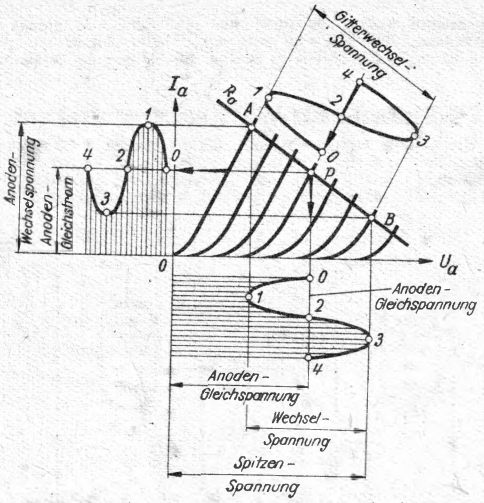

Bild 39. Verstärkungsvorgang im Kennlinienfeld anhand d Arbeitskennlinie
2. Der Arbeitspunkt P der Röhre liegt nach Bild 39 auf dem Schnittpunkt der Anodenspannung mit der Gittervorspannung. Durch ihn wird die Arbeitskennlinie gelegt. Legt man an das Gitter eine Wechselspannung 0—1—2—3—4, so schwankt die Gitterspannung zwischen den Punkten A und B. Dadurch ergeben sich die entsprechenden Anodenwechselströme und -spannungen 0—1—2—3—4. Sind ihre Halbwellen ungleich groß, so sind Verzerrungen vorhanden. Durch Überlagerung der Gleich- und Wechselspannung treten Spannungsspitzen auf, die höher als die Anodengleichspannung sind. Dies ist die Ursache für das Durchschlagen von Blockkondensatoren, die mit diesen Spannungsspitzen belastet werden.